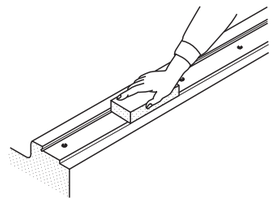

Fig. 34 Cleaning of mounting surfaces
❶Cleaning of mounting surfaces
- Remove burrs and blemishes from reference mounting surfaces and mounting surfaces of the machine using an oil-stone, etc., and then wipe the surfaces with clean cloth. (See Fig. 34.)